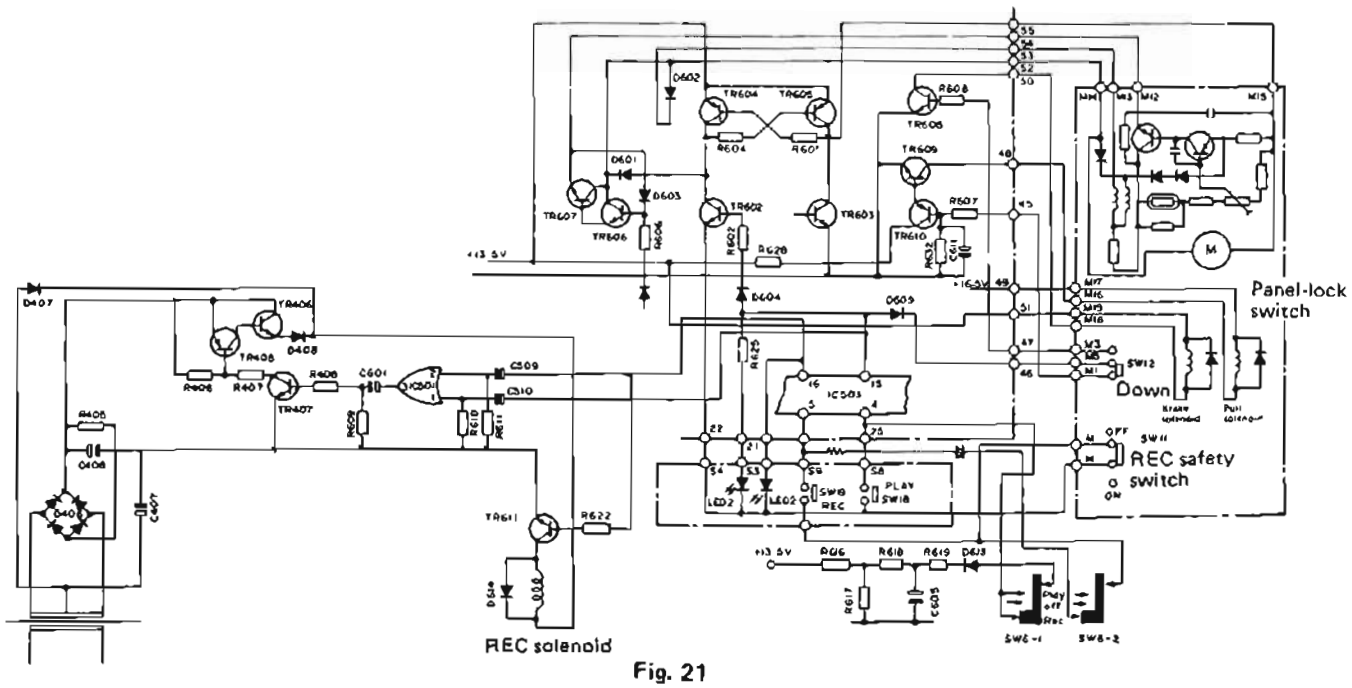

Fig. 21
10. Timer in standy condition (See Fig. 21.)